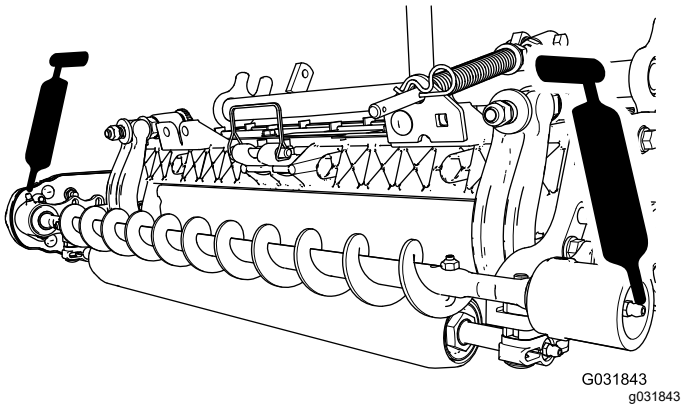

Figur 20
3. Smør smøreniplerne på hvert af rullebørstens lejehuse med litiumfedt nr. 2 (Figur 20). Tør overskydende fedt af, især omkring pakningerne.